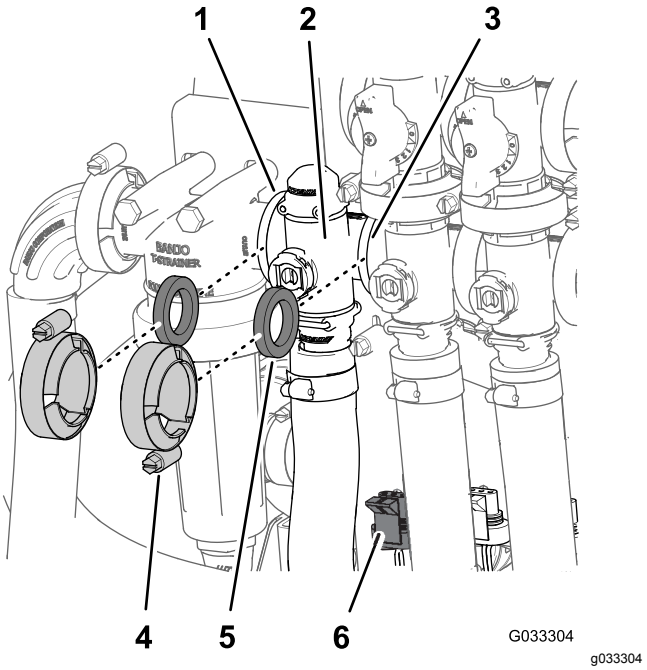

Figur 67
1. Afmonter de klemmer og pakninger, der fastgør manifolden til hastighedsreguleringsventilen (Figur 67).